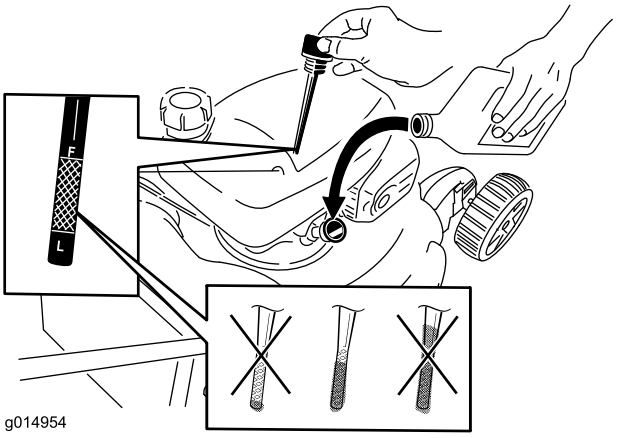

Figuur 16
2. Verwijder de peilstok (Figuur 16).
5. Haal de peilstok eruit en lees het oliepeil af; zie Figuur 16.
stappen 3 tot 5 totdat het oliepeil juist is; zie Figuur 16.